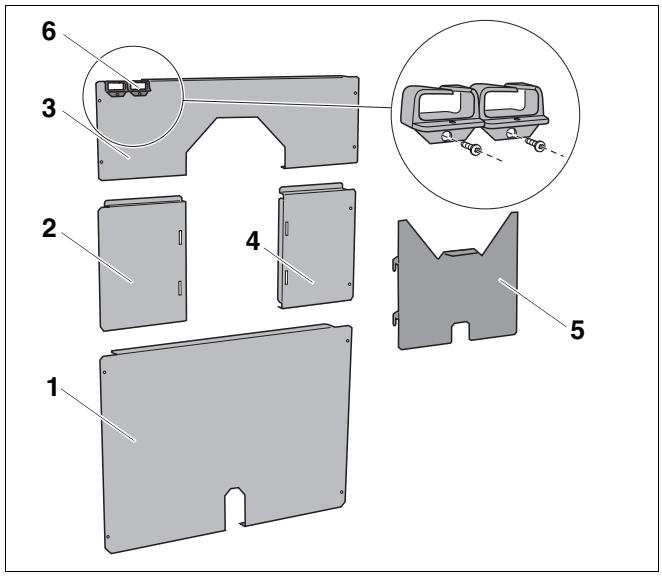

Rys. 42 Pięcioczęściowa ścianka tylna
– Dolna ścianka tylna (rys. 42, **poz. 1**)
– Środkowa, lewa ścianka tylna (rys. 42, **poz. 2**)
– Górna ścianka tylna (rys. 42, **poz. 3**)
– Środkowa, prawa ścianka tylna (rys. 42, **poz. 4**)
– Blacha osłonowa ścianki tylnej (rys. 42, **poz. 5**)
– 2 przelotki kabla (rys. 42, **poz. 6**)
- Zamontować przelotki kabla (rys. 42**, powiększenie**) przy pomocy śrub na górnej ściance tylnej (rys. 42, **poz. 3**).